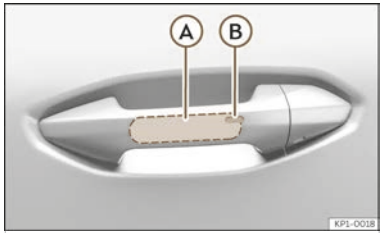

Fig. 75 Front door handles: sensor surfaces.
- Touch the sensor surface on the inside of a front handle ››› Fig. 75 Ⓐ. All turn signals flash *twice*.
- Touch the sensor surface ››› Fig. 75 Ⓑ on the outside of a front handle. All turn signals flash once.
- Within 5 seconds, touch the sensor on the outside of the door handle once ››› Fig. 75 Ⓑ. Do not grip the handle while doing so. This temporarily deactivates the Keyless Access system.
To close all the power windows and the sunroof using the **comfort function**, keep a finger for a few seconds on the locking sensor surface >>> Fig. 75 Ⓑ of the door handle until the windows and roof have closed.